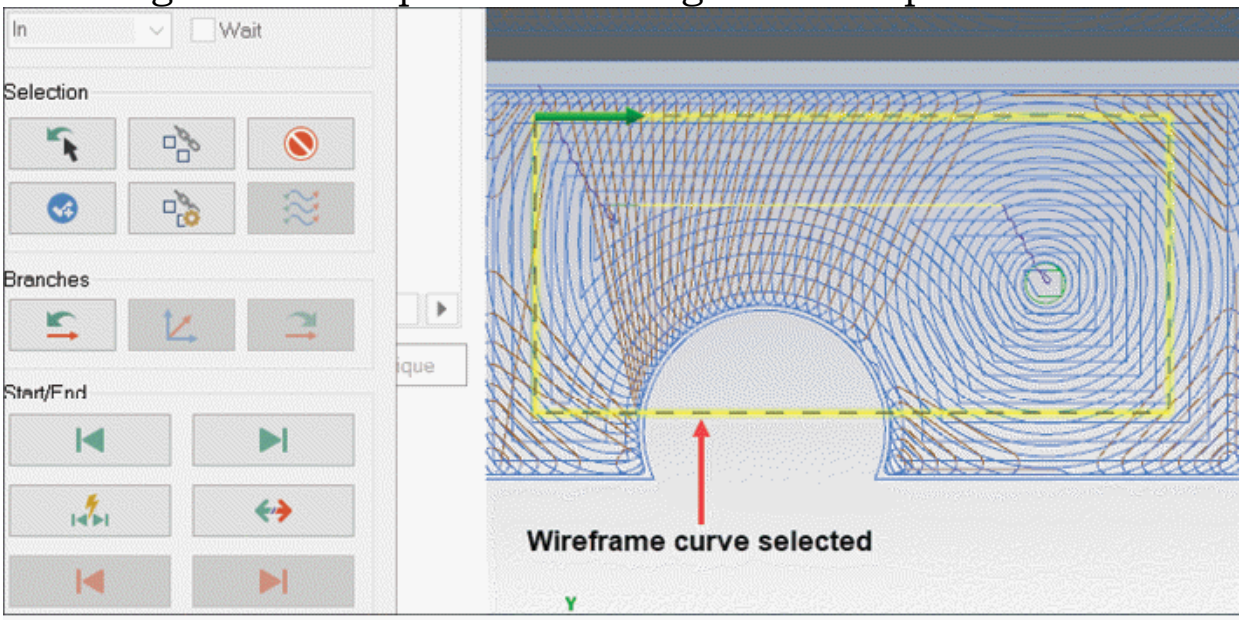

Figure-29. Wireframe curve selected for trimming
- Select desired curves to be used as reference tool for trimming; refer to Figure-29 and click on the **OK** button from the dialog box. You will be asked to select a point to define the region to be kept after deleting the other portion.